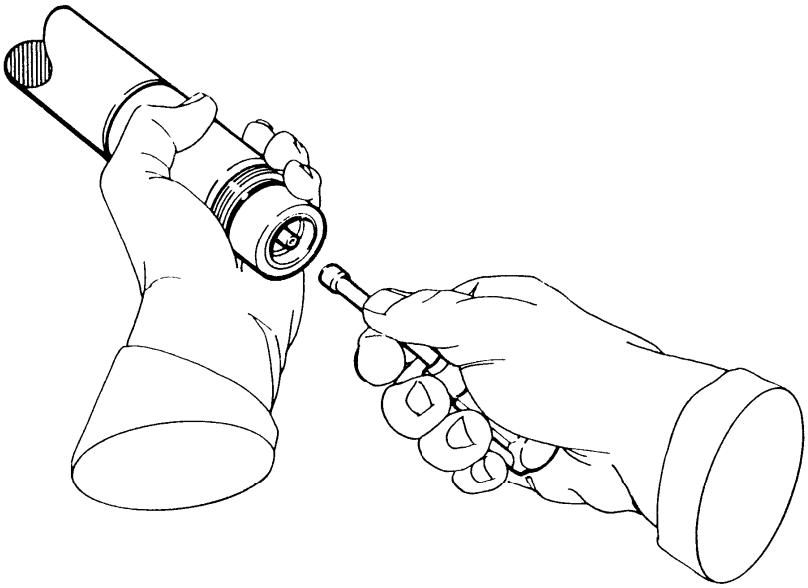

Figure 6-8 Changing the Water Tube
4. Remove and replace the water tube by using the water tube wrench (027347) supplied by Hypertherm – Fig. 6-8. **When installing water tube, do not over tighten!** Snug down by hand only.